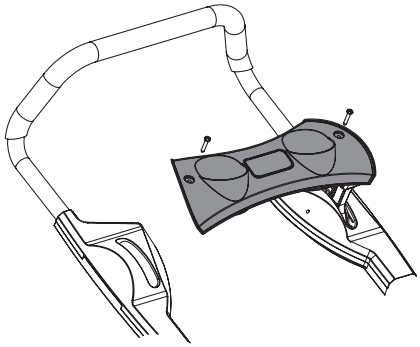

**Рис. 10. Установка панели с подстаканниками**
5. Установите на рукоятки панель с подстаканниками и закрепите её с помощью самонарезающих винтов (Рис. 10).